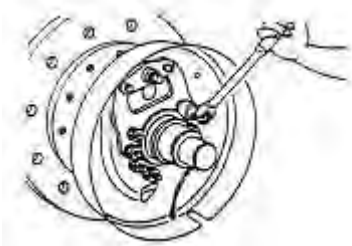

figure 2-21
(6) Disassemble the E baffle ring to fast the brake dragline from brake device motherboard.Then disassemble brake device motherboard bolts,and disassemble brake device motherboard from drive axle. See figure 2-21